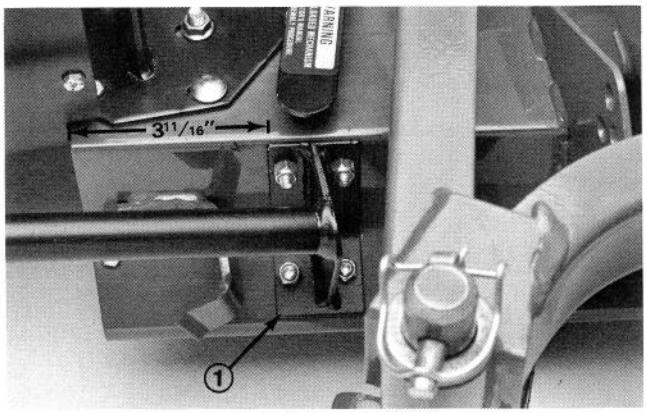

Figure 20
4. Using front of bumper as a template along with dimension shown, mark, locate and drill (4) 11/32" dia. holes in front of deck (Fig. 20).
5. Secure front of bumper to deck with (4) 5/16–18 x 3/4" lg. capscrews and locknuts (Fig. 20).